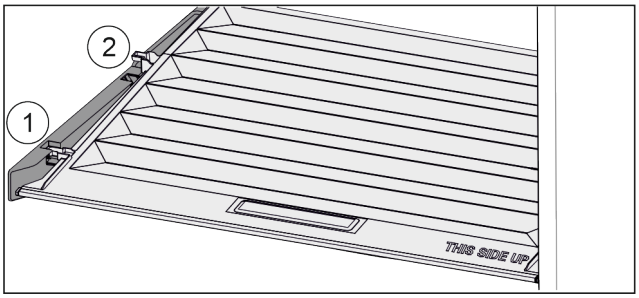

Fig. 39
▶ Pull the lid up at the front to the opening in the retaining parts *Fig. 39 (1)*.
▶ Lift from the back and pull it up and out *Fig. 39 (2)*.